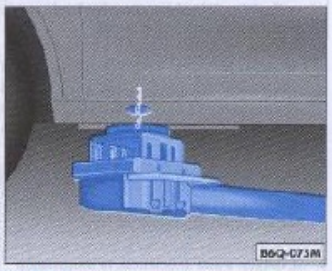
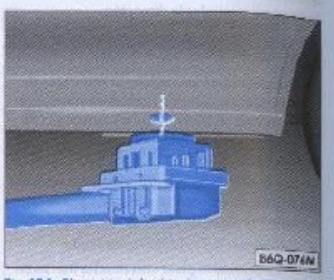

Fig. 153 Elevación del vehículo: punto de recepción delantero del lado izquierdo
Fig. 154 Elevación del vehículo: punto de recepción trasero del lado izquierdo
Su vehículo solo puede ser levantado en el taller por medio de un elevador, por los puntos señalados en las figuras ⇒ fig. 153 y ⇒ fig. 154 ⇒ ⚠.
- **Solo levante el vehículo por los puntos señalados en las figuras ⇒ fig. 153 y ⇒ fig. 154.**